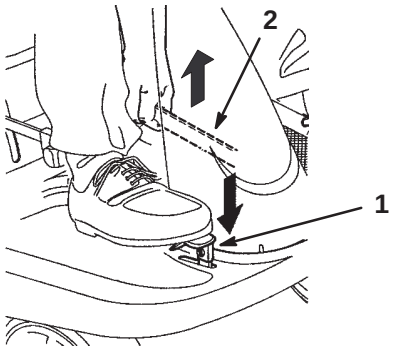

Bild 2
1. Drücken Sie das Bremspedal (Bild 2) herunter und halten es in der gedrückten Position.
2. Ziehen Sie den Feststellbremshebel (Bild 2) hoch und nehmen den Fuß nach und nach vom Bremspedal. Das Bremspedal sollte in heruntergedrückter (gesperrter) Position bleiben.
2. Drücken Sie den Hebel der Feststellbremse (Bild 2) nach unten und lassen Sie das Bremspedal langsam los.